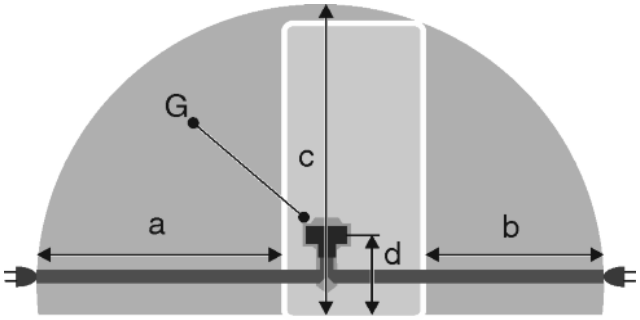

*Fig. 28*
- The socket is outside the back of the appliance area in the specified area *Fig. 28 (a, b, c)*.
▶ Insert the appliance plug *Fig. 28 (G)* into the back of the appliance. Ensure that it clicks into place.